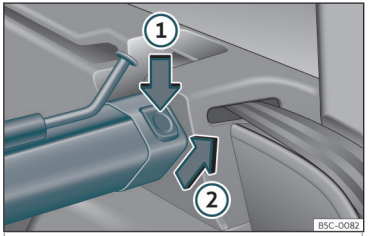

Fig. 122 Nel bagagliaio: smontare la rete divisoria.
- Premere il tasto di sblocco sinistro o destro >>> **fig. 122** nella direzione indicata dalla freccia ①.
- Rimuovere la scatola dal supporto nel senso della freccia>>> **fig. 122** ②.
- Premere la scatola nei supporti sinistro e destro nel senso contrario a quello della freccia>>> **fig. 122** ② fino allo scatto.